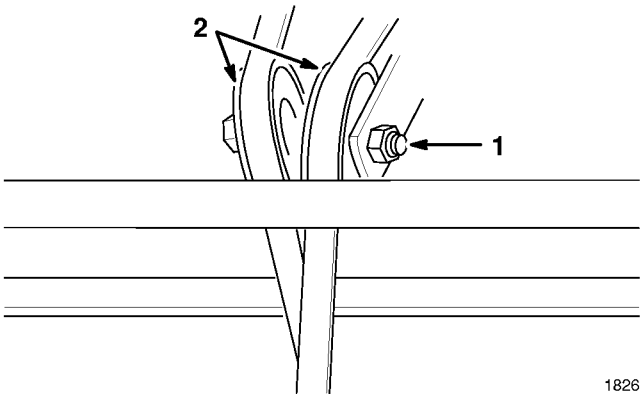

Abbildung 25
2. Mutter lösen und Riemenscheibe schieben, bis der Riemen die richtige Spannung hat (Abb. 25).
4. Den alten Riemen abschneiden und entfernen. Die Scheiben des Riemenspanners lösen (Abb. 25).